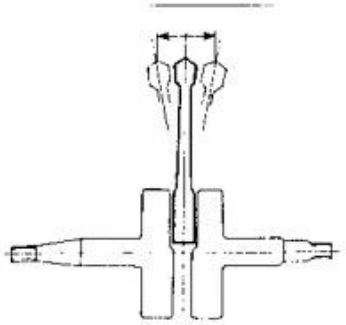

FIG. 14
a) Jeu latéral de la tête de bielle (fig. 14)